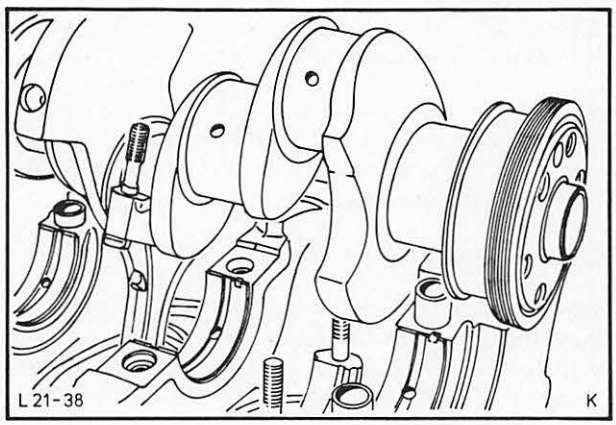

Abb. 47 Kurbelwelle ausbauen
28. Kurbelwelle aus dem Zylinderblock heben und hinteren Radialdichtring abnehmen, Abb. 47.